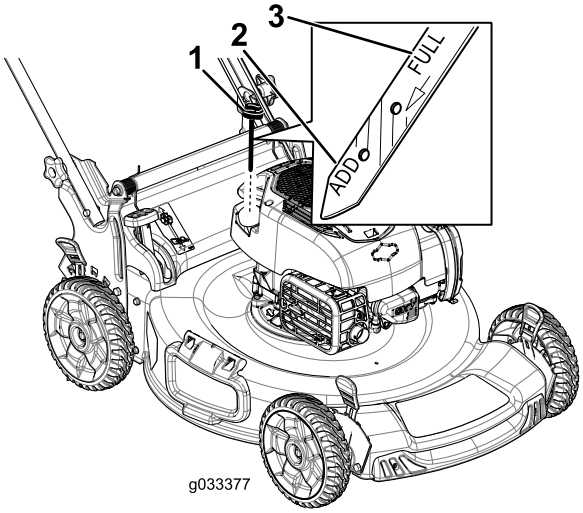

Figura 14
2. Retire la varilla, límpiela, y vuelva a colocarla (Figura 14).
3. Retire la varilla y compruebe el nivel de aceite (Figura 14). Si el nivel de aceite está por debajo de la marca **"Add"** de la varilla, vierta lentamente aceite en el tubo de llenado hasta que el nivel llegue a la marca **"Full"** de la varilla. **No llene demasiado.**